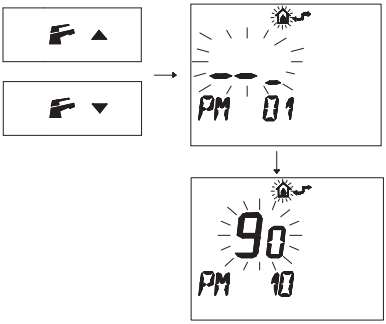

Fig. 7.37
- Press buttons ▼ or ▲ to display the "**PM10**" program for selecting the ignition frequency (Fig. 7.37).
In Fig. 7.37 a SET programmed at **90** is displayed corresponding to a re-ignition time of about 3 minutes.